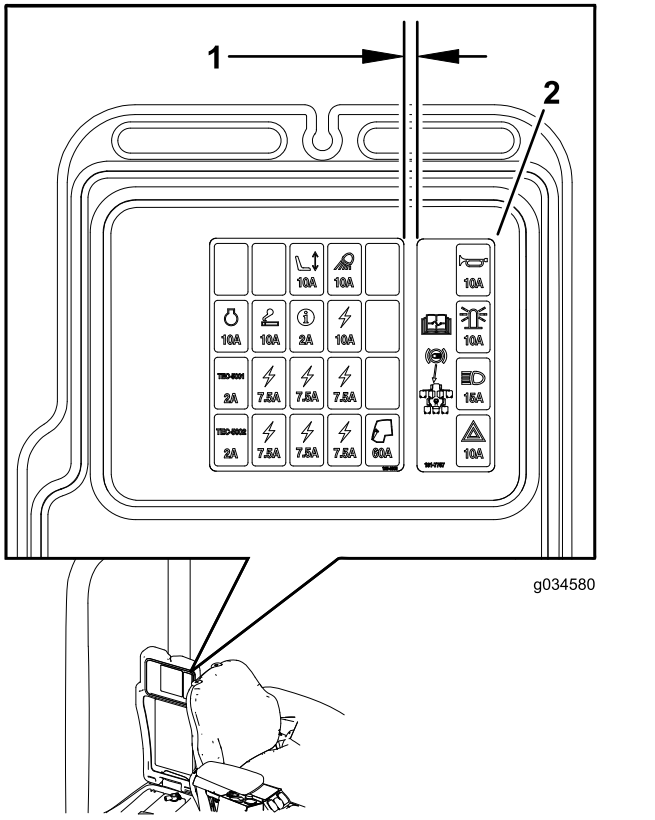

Figura 33
2. Instale la pegatina en la tapa de la caja de almacenamiento (Figura 33).